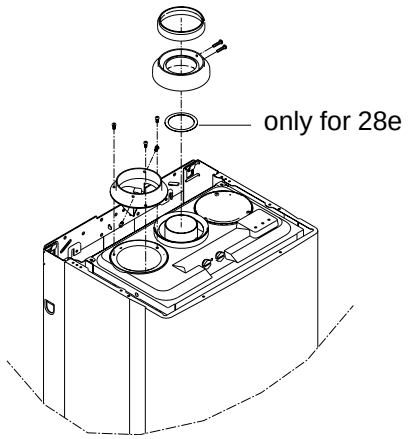

Fig. 10
4.5.3.1 INSTALLATION OF TWIN ADAPTOR KIT (see fig. 10)